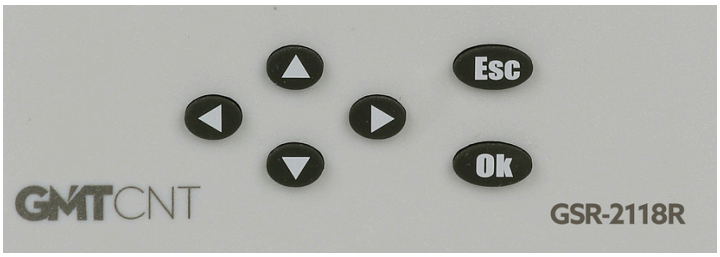

Figure 16: Lower Six-Key Pad
- **The lower-6 keypad is illustrated in Figure 16. It serves general routing and transition functions.**